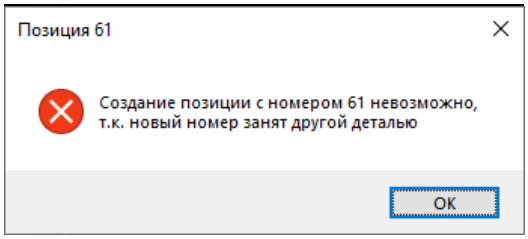

Рис. 46. Сообщение об ошибке в номере позиции
Ключевое значение имеет параметр **Позиция (7)**, значение которого должно быть уникальным в текущем чертеже. При замене существующей детали или создании новой детали номер позиции **не должен совпасть** с номером позиции любой другой ранее записанной детали. В противном случае выводится сообщение об ошибке (рис. 46).